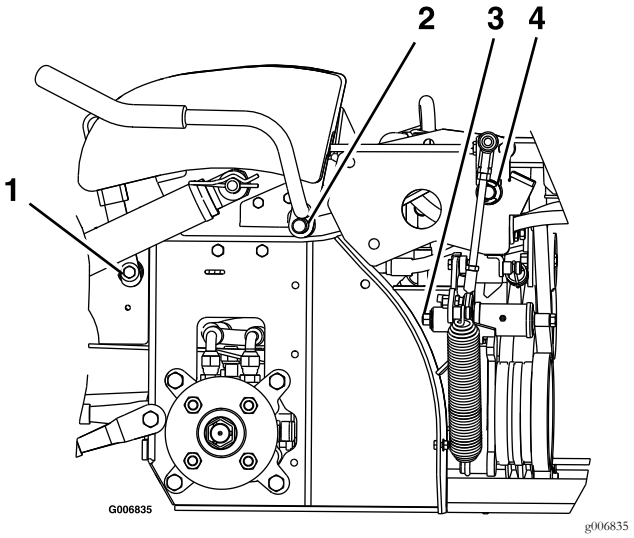

Figure 24
2. Lubricate bronze bushings on brake handle pivot with a spray type lubricant or light oil (see Figure 24).